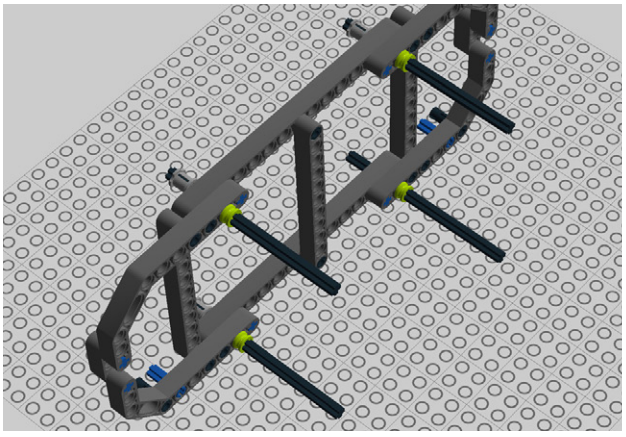

Figure 4-15. *Step 10: Adding half bushes*
10. Add half bushes to the back to keep the cross axles in place as shown in Figure 4-15. (By the way, don't use the yellow half-bushes we specified; you'll need them for the clock's hands.)